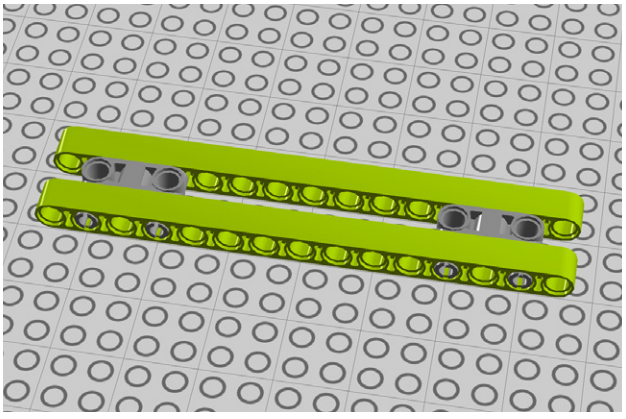

Figure 8-6. *Step 1: Beginning with two 15M beams and two 3M beams with pegs*
1. Let's begin by connecting two 15M beams with two 3M beams with pegs, as seen in Figure 8-6.